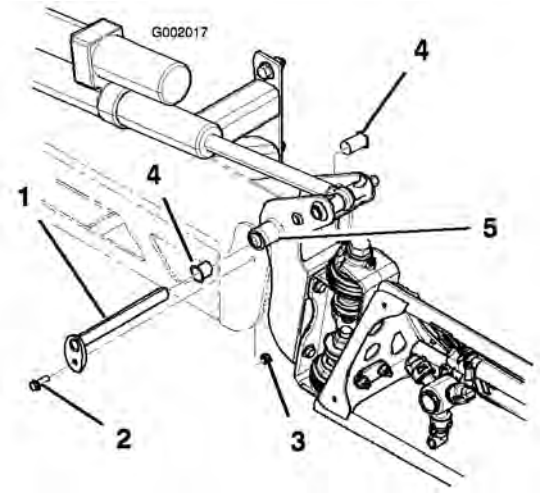

Figur 61
3. När sprutrampens vikt hålls upp tar du bort bulten och muttern som fäster svängtappen på sprutrampsenheten (Figur 61). Ta bort svängtappen.
5. Ta bort nylonbussningarna från fram- och baksidan på tappfästet, och undersök dem (Figur 61). Byt ut skadade bussningar.
7. Montera sprutrampen och tappfästsenheten på mittramen, och se till att hålen kommer i höjd med varandra (Figur 61).